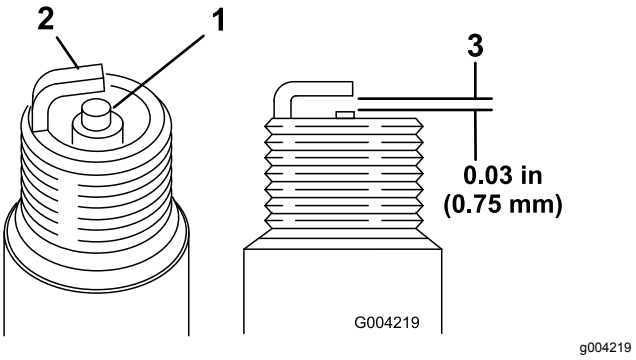

Figuur 49
1. Bekijk de binnenkant van de bougies (Figuur 49). Als de isolator lichtbruin of grijs is, werkt de motor naar behoren. Een zwarte laag op de isolator duidt meestal op een vuil luchtfilter.
2. Controleer de afstand tussen de centrale elektrode en de massa-elektrode (Figuur 49).
3. Verbuig de massa-elektrode (Figuur 49) om de juiste afstand in te stellen indien dit nodig is.